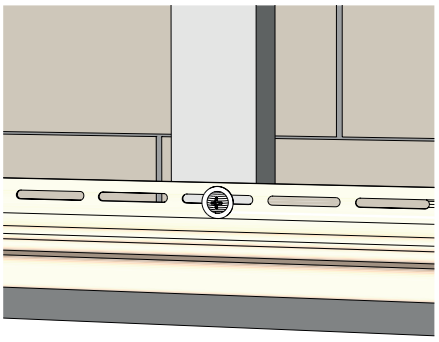

*Рисунок 11*
**6.7** Все горизонтально монтируемые элементы необходимо вкручивать точно в середину перфорационных отверстий (рис. 11).